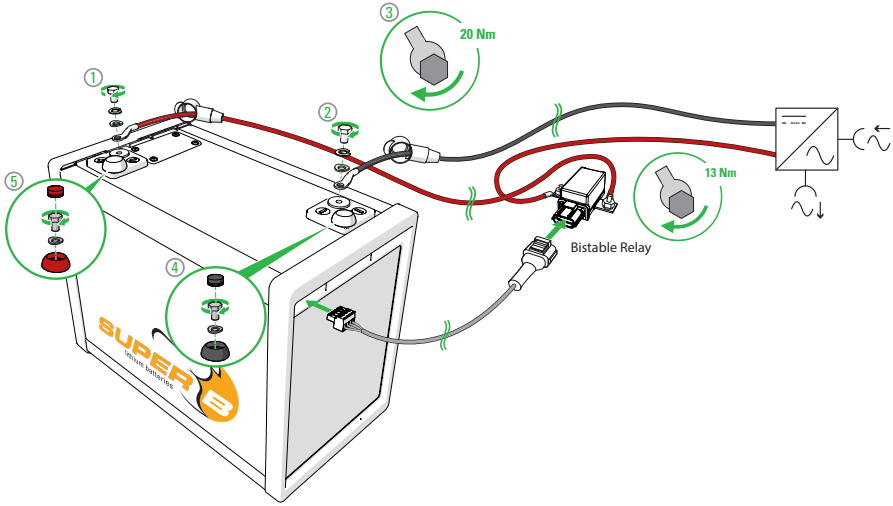

Figuur 10. Het klemmendeksel sluiten
6. Plaats de beschermkappen op de aansluitklemmen (Figuur 10).